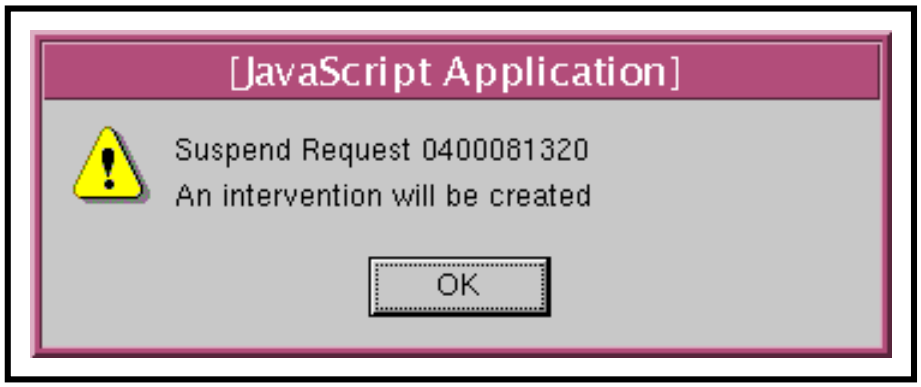

Figure 38. Suspend Request Dialogue Box
- A **Suspend Request** dialogue box (Figure 38) is displayed.
3 If a **Suspend Request** dialogue box (Figure 38) is displayed, click on the **OK** button: